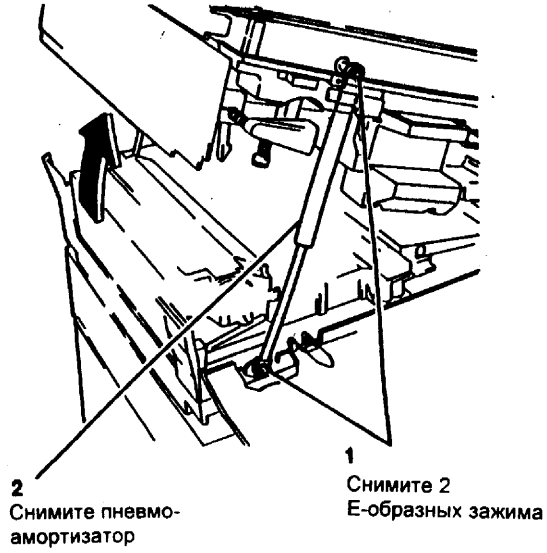

Рис. 2 Снятие переднего пневмоамортизатора
4. (Рис. 2) Снимите передний пневмоамортизатор.